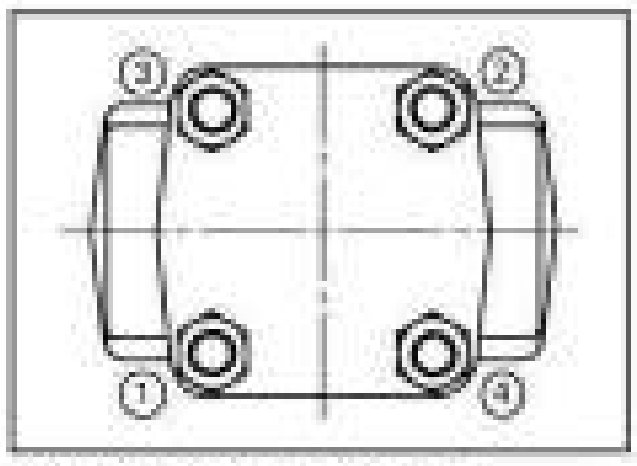

Figure 5.2B Bolt tightening sequence
3. With bolts hand-tight, follow the bolt tightening sequence shown in Figure 5.2B. The sequence depends upon the number of bolts employed and the sketch shows only one possible tightening sequence. The bolts must be torqued to the recommended values shown in Table 5.2.